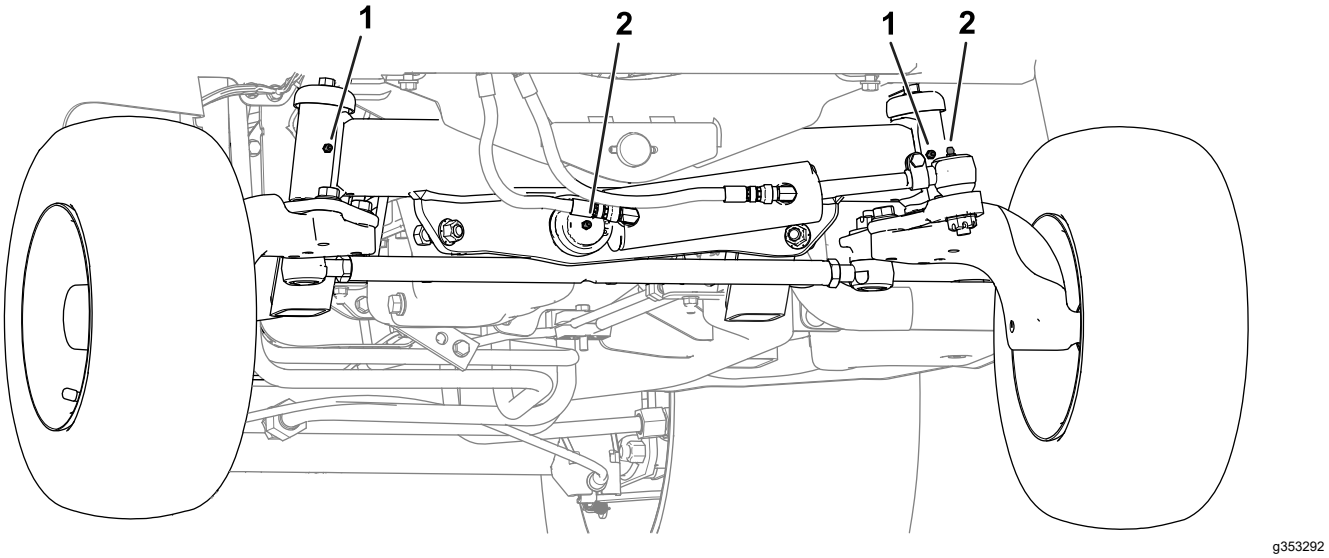

**Figura 48**
- **Parte posteriore della macchina** (Figura 48):
- Giunti sferici del cilindro idraulico (2)
- Mozzi dell'albero dell'assale (2)